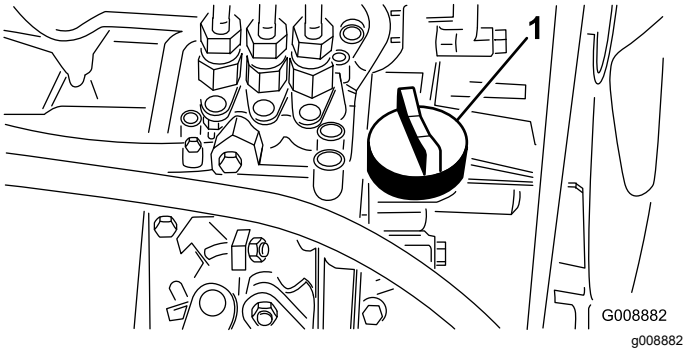

**Figur 28**
4. Om oljenivån är låg tar du bort oljepåfyllningslocket (Figur 28) och tillsätter gradvis små mängder olja samtidigt som du kontrollerar nivån, tills nivån når märket FULL på oljestickan.